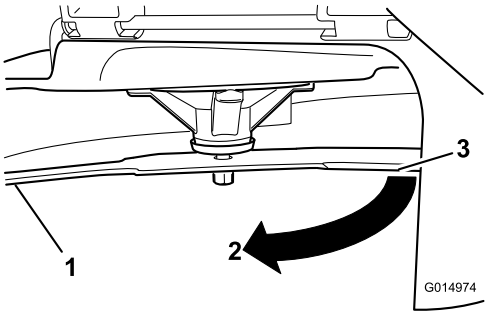

Figur 55
3. Målt avstand mellom blad og overflate (A)
4. Roter den samme kniven 180 grader så den motsatte kniveggen nå er i samme stilling (Figur 55).